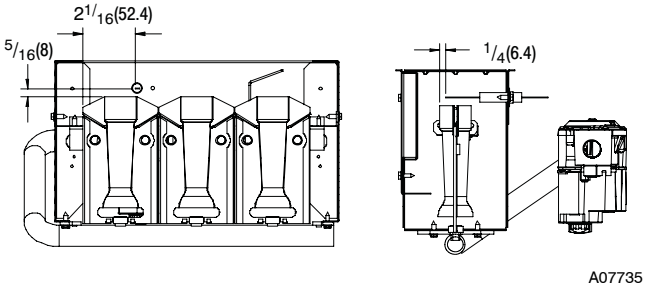

**Fig. 53 - Igniter Location**
**NOTE**: For Ignitor location see Fig. 53.